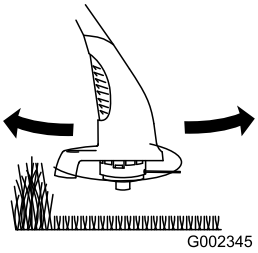

Figura 11
- fate oscillare lentamente il decespugliatore dentro e fuori l'area da falciare (Figura 11);